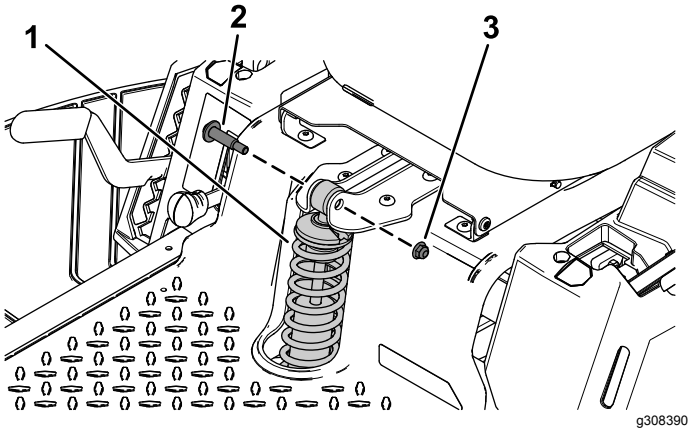

図 1
2. 既存の前スプリングを固定しているショルダボルト2本3/8"とロックナット2個を外す図 1。
3. 既存の前スプリングを取り外す図 1。
新しいヘビーデューティスプリングを取り付ける先ほど取り外したショルダボルト 2 本とロックナット 2 個3/8"2個を使用し、図 1のように取り付ける。